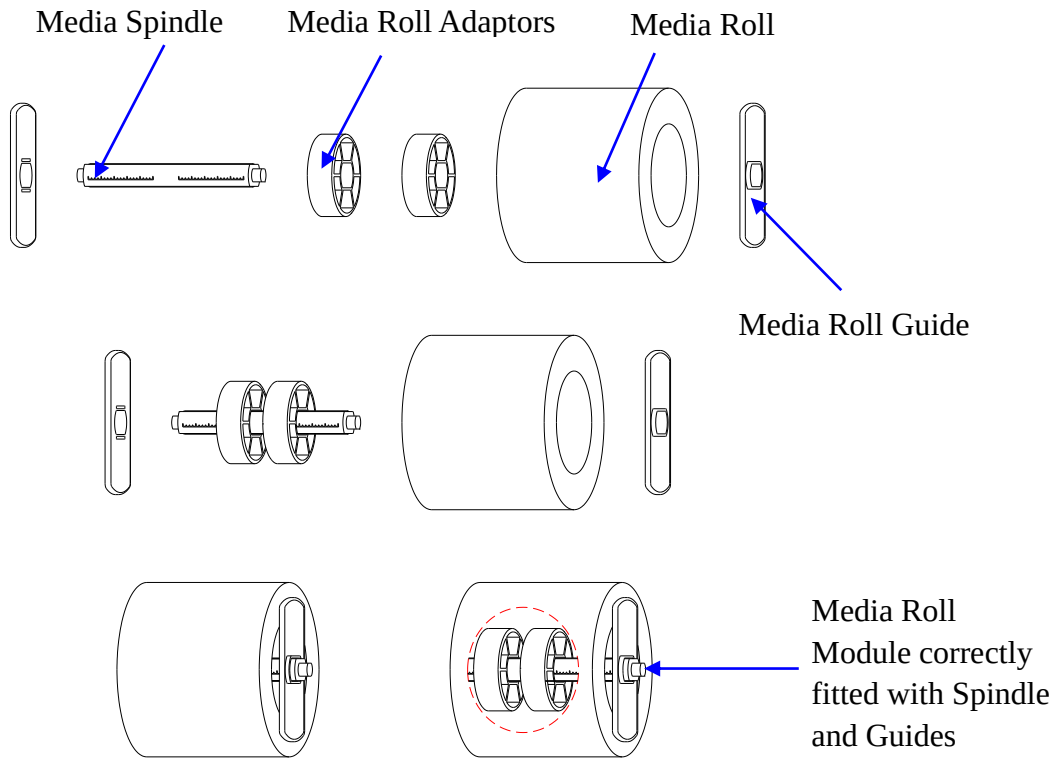

Figure 2-7 Place Media Roll on Media Spindle
2. Load a roll of media (labels facing up) on the Media Spindle, then slide the two Media Roll Guides, with smooth sides facing toward the media, onto the Media Spindle from each end until both Media Roll Guides touch the media. When placing a roll of media with a 3″ ID core, please slide the two Core Adapters onto the Media Spindle first, as shown in Figure 2-7.